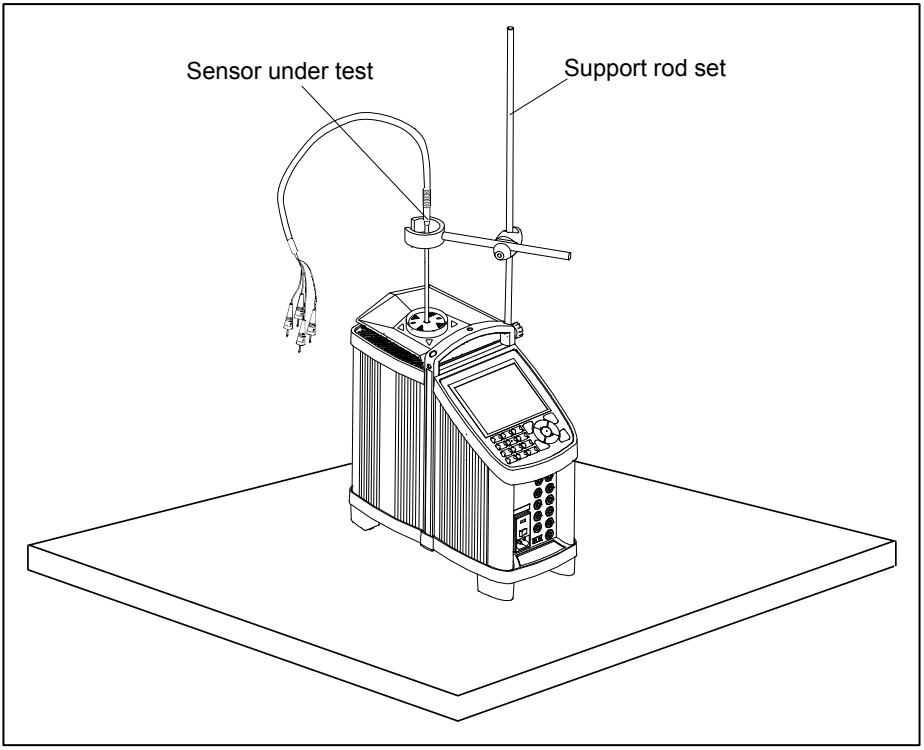

Fig. 5
⑨ Place the sensor to be calibrated vertically into the well. It is recommended to use the optional support rod set for a correct position during calibration. See fig. 5.